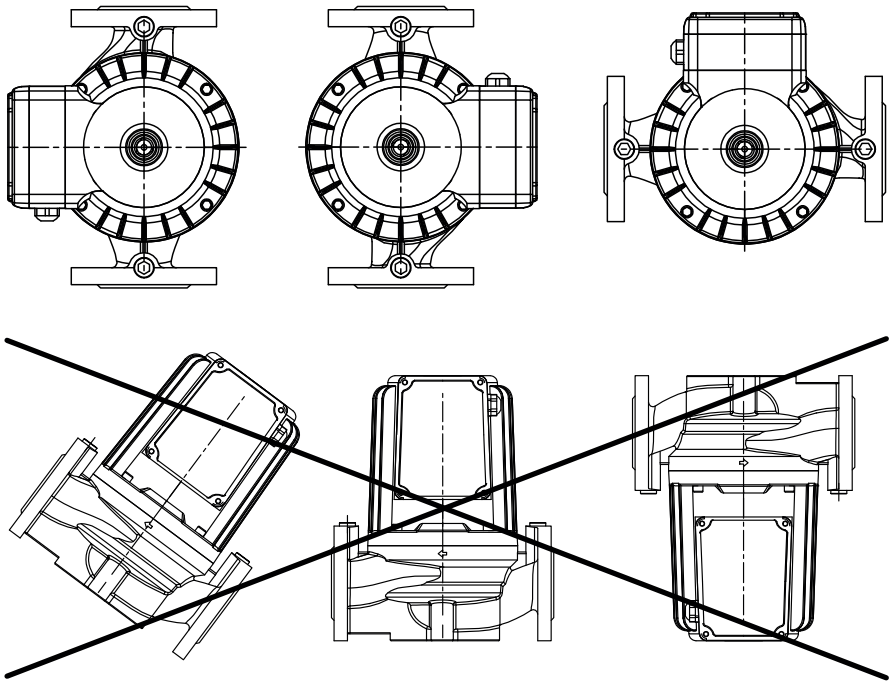

***Рисунок 1.***
- вал двигателя насоса должен располагаться строго горизонтально (см. рис. 1);